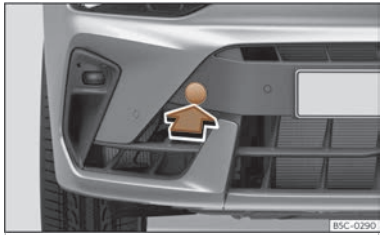

Fig. 226 Front bumper on right: remove the lid.
The housing of the removable towing eye is on the right side of the front bumper underneath a cover ››› **Fig. 226**.
2. Remove the cover by pressing down on its base and leave it hanging from the vehicle ››› **Fig. 226**.